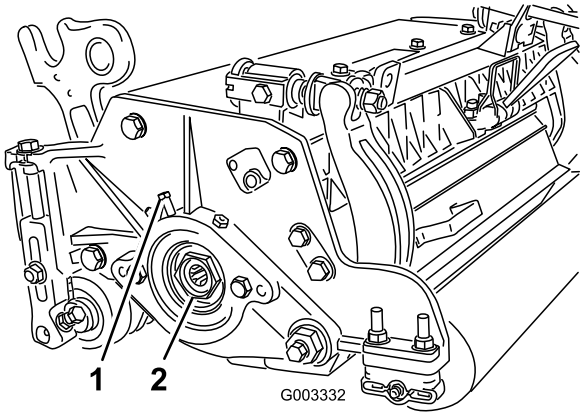

Figure 27
A. Loosen external set screw securing bearing adjusting nut to bearing housing located on the left side of the cutting unit (Figure 27).